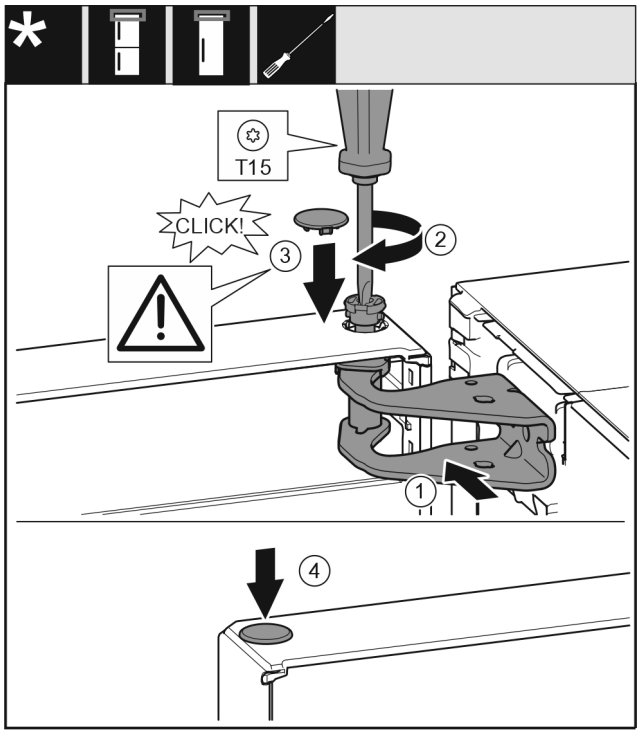

Fig. 17
▶ Выровняйте дверь вверху по отверстию в опорном кронштейне. *Fig. 17 (1)*
- ▶ Вставьте палец и затяните отверткой T15. *Fig. 17 (2)*
- ▶ Установите предохранительную крышку для защиты двери: Вставьте предохранительную крышку и проверьте, прилегает ли она к двери. В ином случае вставьте палец полностью. *Fig. 17 (3)*
- ▶ Вставьте заглушку. *Fig. 17 (4)*